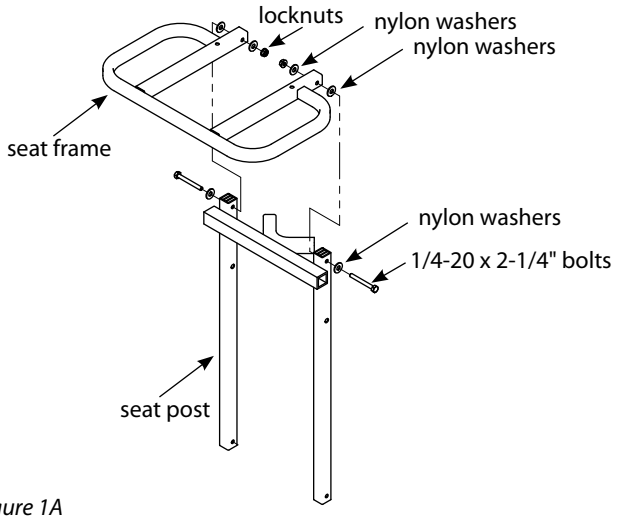

Figure 1A
1. Bolt the metal seat frame (C30) or (C33) onto the seat post using the (2) provided 1/4-20 x 2-1/4" bolts, locknuts and (6) nylon washers. **SEE FIGURES 1A OR 1B. DO NOT tighten all nut & bolt assemblies completely!**